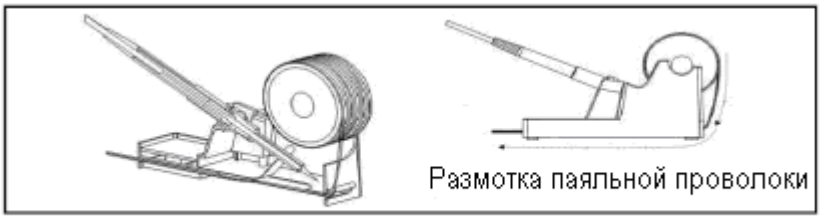

Рис. 2. Подставка для паяльника с держателем для паяльной проволоки
3. Поместите паяльник на подставку (см. рисунок 2).